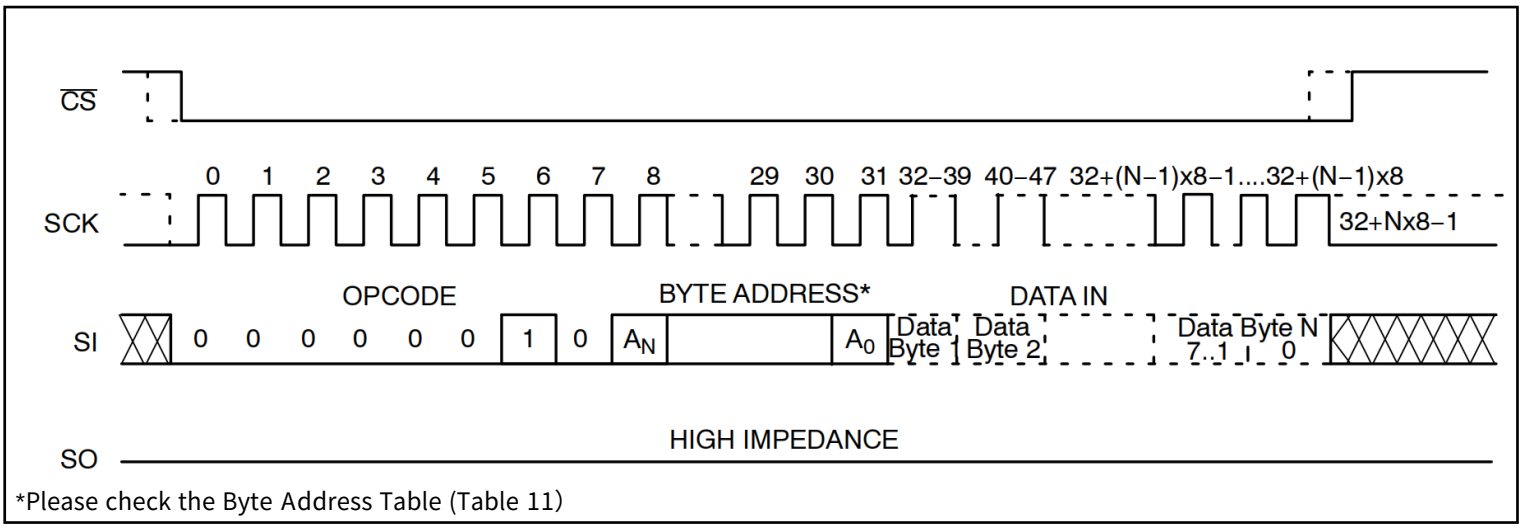

Figure 6. Page WRITE Timing
Page Write：After sending the first data byte to the CAT25M01, the host may continue sending data, up to a total of 256 bytes, according to timing shown in Figure 6. After each data byte, the lower order address bits are automatically incremented, while the higher order address bits (page address) remain unchanged. If during this process the end of page is exceeded, then loading will " roll over " to the first byte in the page, thus possibly overwriting previoualy loaded data. Following completion of the write cycle, the CAT25M01 is automatically returned to the write disable state.
Write Identification Page：The additional 256_byte Identification Page (IP) can be written with user data using the same Write commands sequence as used for Page Write to the main memory array (Figure 6). The address bits [A23:A8] are Don ' t Care and the [A7:A0] bits define the byte address within theIdentification Page. In addition, the Byte Address must point to a location outside the protected area defined by the BP1, BP0 bits from the Status Register. When the full memory array is write protected (BP1, BP0 = 1,1), the write instruction to the IP is not accepted and not executed. Also, the write to the IP is not accepted if the LIP bit from the Status Register is set to 1 (the pageis locked in Read_only mode).